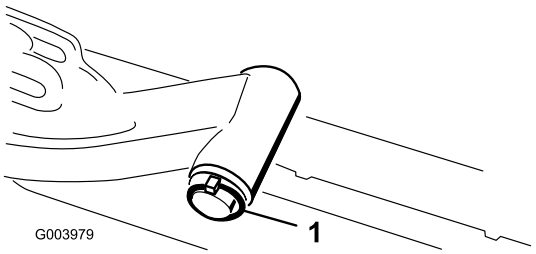

Figur 12
A. Fjern den ringstift og skive, der fastgør løftearmens drejeaksel til løftearmen, og skub løftearmens drejeaksel ud af løftearmen (Figur 12).
C. Sæt løftearmens aksel ind i løftearmen, og fastgør den med skiven og ringstiften (Figur 12).